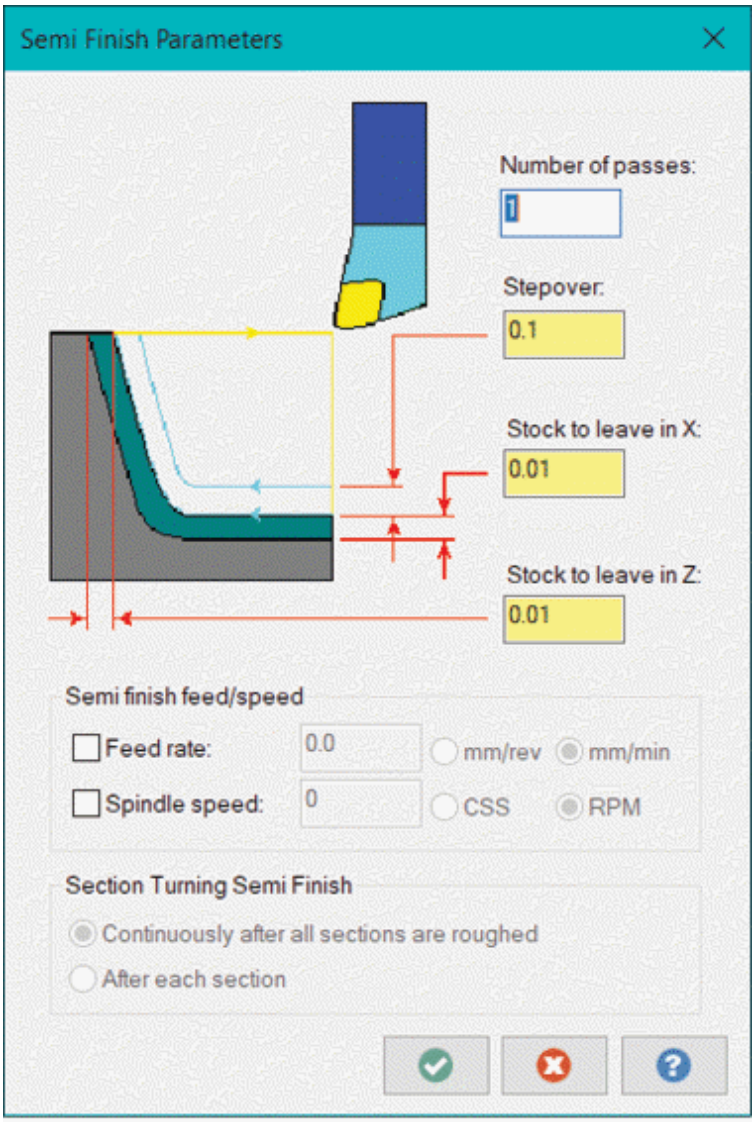

Figure-45. Semi Finish Parameters dialog box
- Select the **Semi Finish** check box if you want to apply extra cutting pass for semi finishing the component during roughing. Click on the **Semi Finish** button after selecting the check box. The **Semi Finish Parameters** dialog box will be displayed; refer to Figure-45. Specify the parameters like number of semi-finishing passes, stepover, stock to be left in X direction, and stock to be left in Z direction.